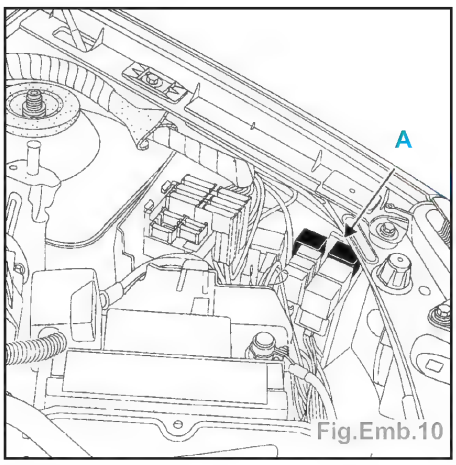

Fig.Emb.10
Position : le relais du groupe électropompe (A) se situe dans le boîtier d'interconnexions du compartiment moteur (Fig.Emb.10).